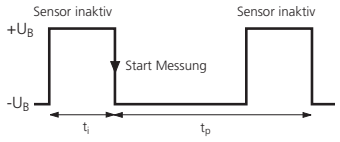

Abb. 3: Externes Synchronisationssignal
- Hierzu ist am Sync-Eingang aller Sensoren ein Rechtecksignal mit Pulsbreite t_i und Wiederholrate t_p anzulegen (Abb. 3 und technische Daten).